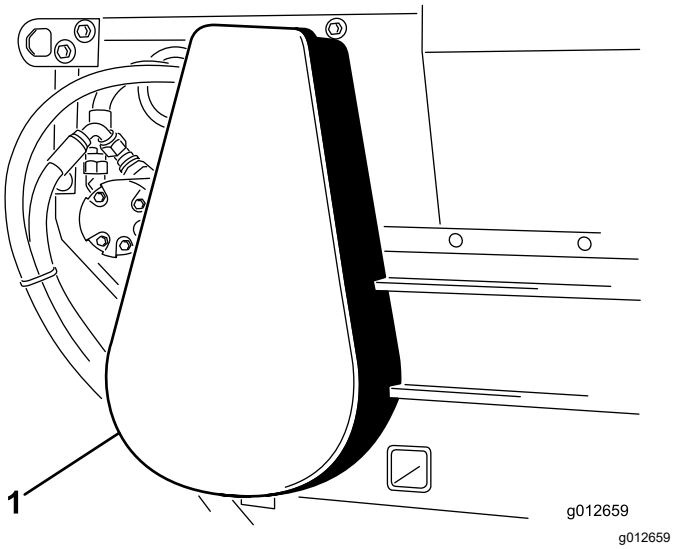

**Figur 23**
2. Ta bort kedjehuset (Figur 23).
6. Montera kedjehuset (Figur 23).